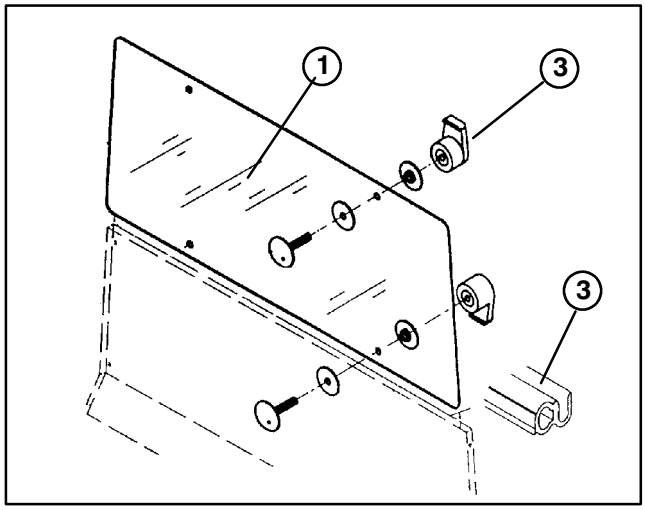

Figure 11
41. Loosely install a glass fastener to each hole in rear window with a screw and (2) washers (Fig. 11). Fasteners to mounted with the hook to the inside.
42. Insert window onto weather–strip seal of rear opening. Rotate fastener hooks over weather–strip seal and tighten screw finger tight (Fig. 11).